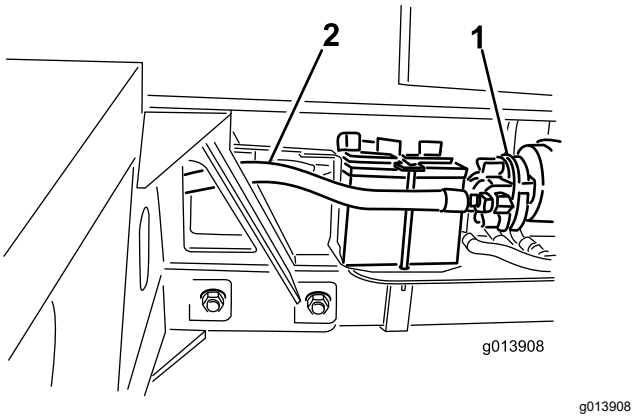

Figur 12
9. Anslut hydraulslang 4 till hydraulpumpens sugsida (Figur 12).